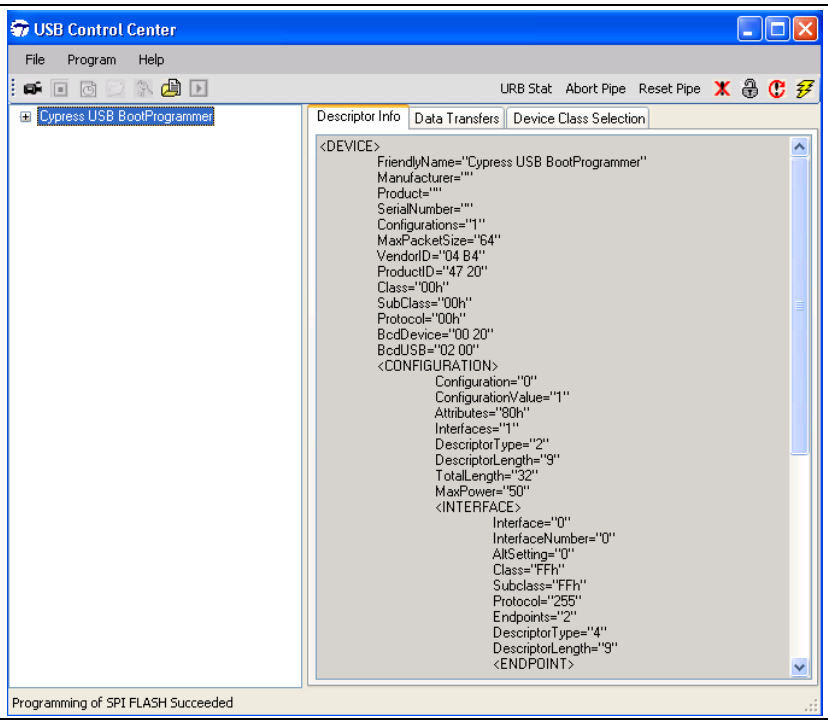

Figure 33　　SPI フラッシュの成功したプログラミングはコントロール センターの左下に表示
5. プログラミングが完了した後、**Figure 33** に示すように画面の左下隅に「Programming of SPI FLASH Succeeded」 (SPI FLASH のプログラミングが成功) が表示されます。